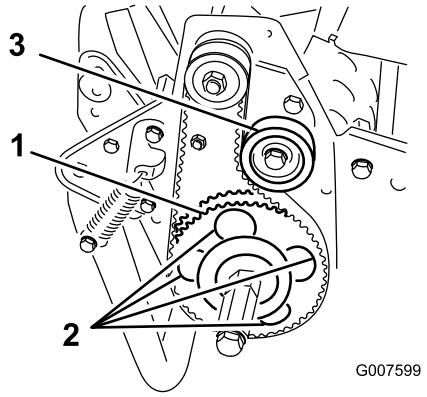

Figur 38
7. Drej drivremskiven, indtil hullerne står ud for rullelejets 4 flangeskruer (Figur 38).
11. Juster remspændingen, og spænd styreremskivens monteringsskrue (Figur 38).